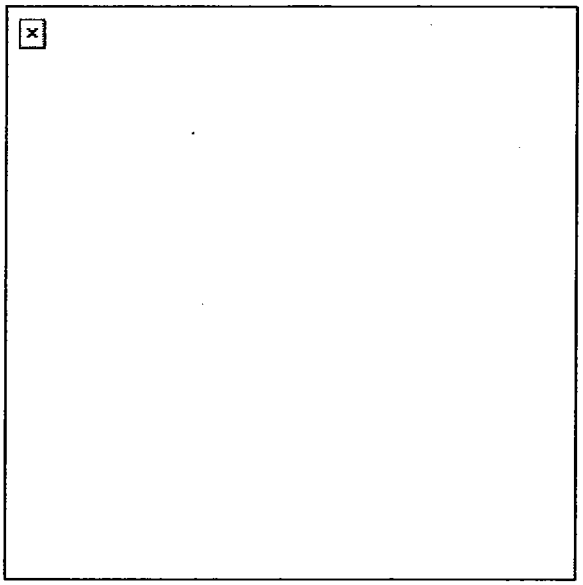

Figure 4. Firing from a window.
a. Select firing positions that are well back from the window. They will help conceal the body and the rifle's muzzle (Figure 4).
b. Select a kneeling firing position. It will minimize exposure and prevent silhouetting (Figure 4).